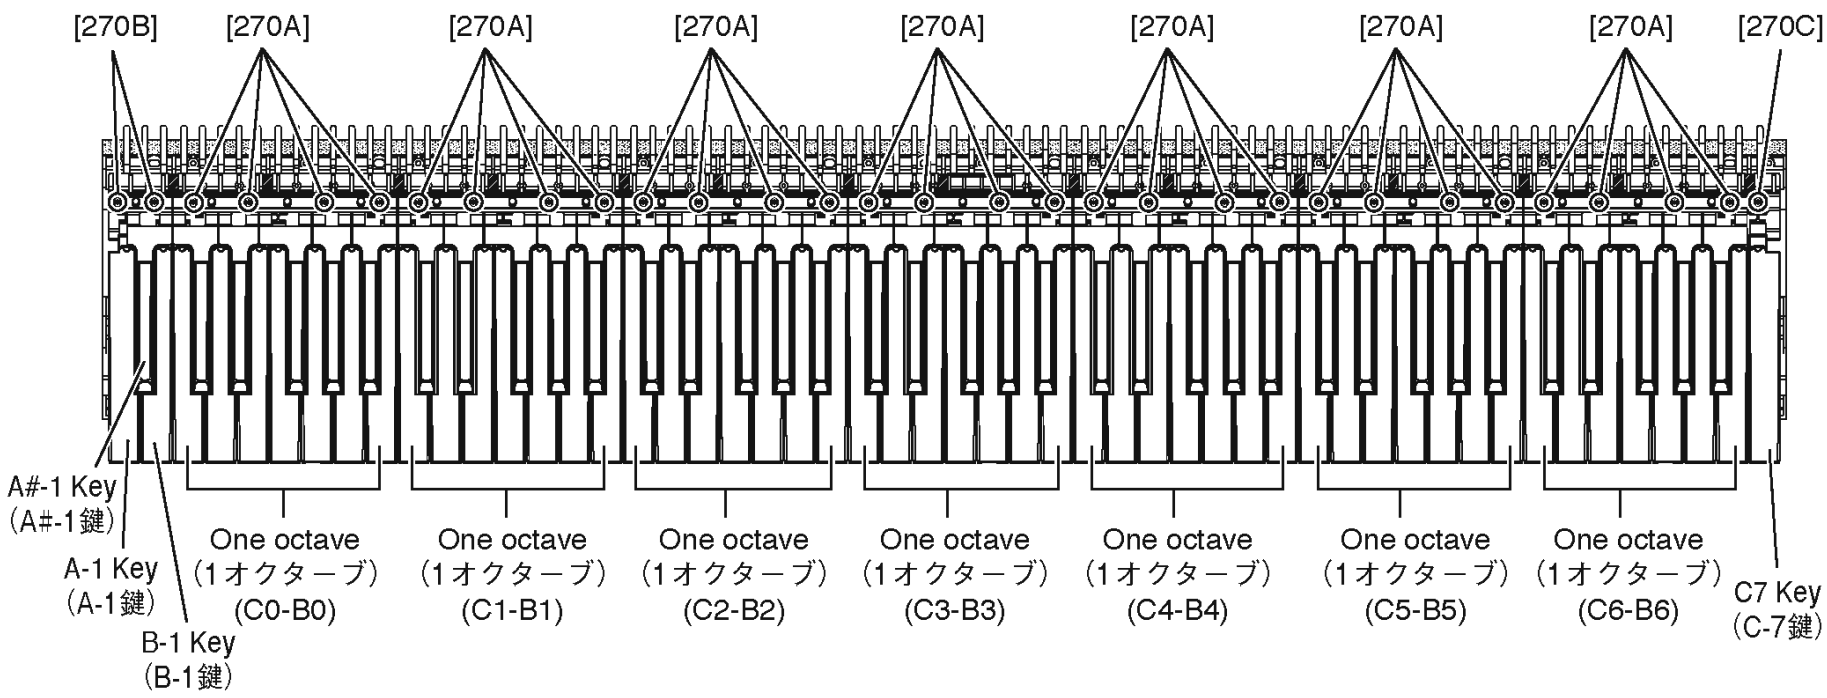
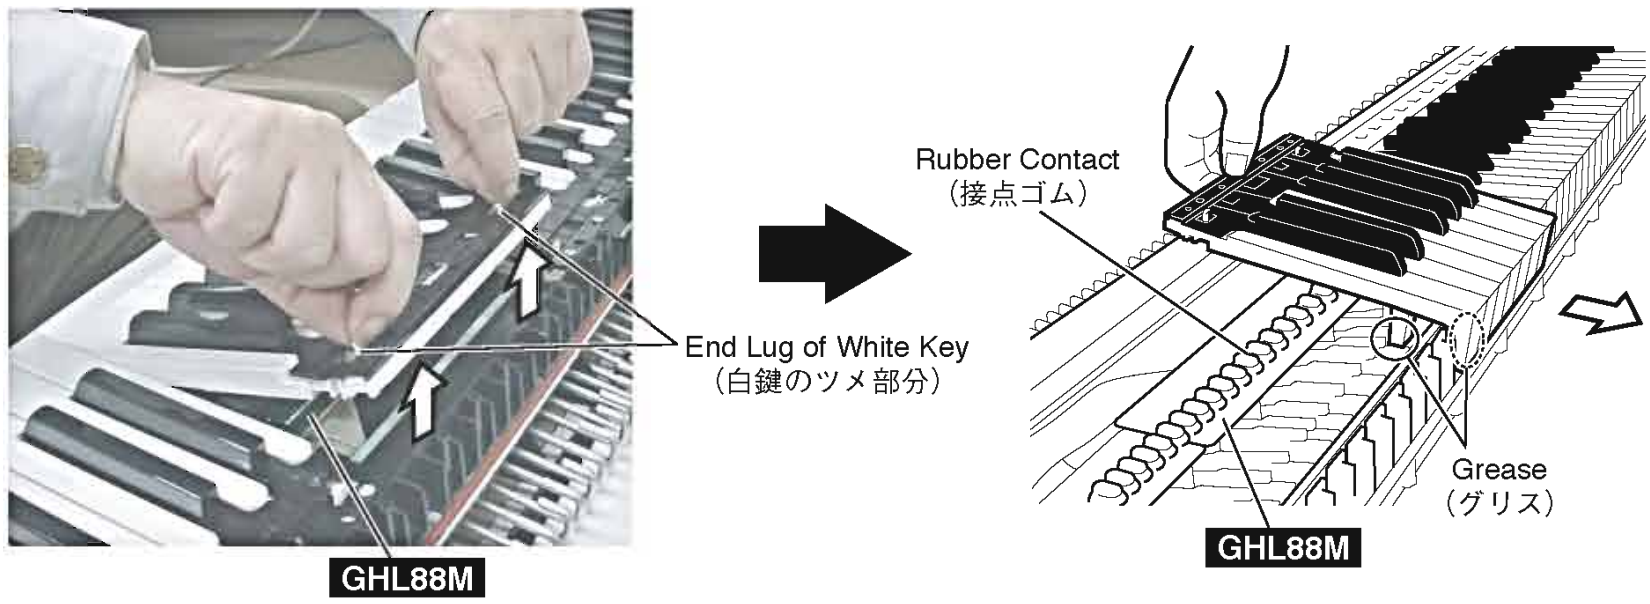

Fig.10（図 10）
Fig.11（図 11）
To remove the black and white key assemblies for one octave, grip and lift the both end lugs of white key, and then slide the black and white key assemblies towards you. (Fig.10, Fig.11)
9-2 When removing white keys numbered as A-1 and B-1 key and black key numbered as A#-1, remove two (2) screws marked [270B] and then lift the back of the keys and slide the black and white keys towards you. (Fig.10)
9-3 When removing the C7 key, remove a screw marked [270C] and then lift the back of C7 key and slide it towards you. (Fig.10)
* ***When removing white key assembly and black key assembly, be careful not to allow grease to attach to the circuit board and rubber contacts, etc. (Fig.11)***
そして、白鍵 Ass'y/ 黒鍵 Ass'y の白鍵のツメ部分 2 ヶ所を持ち上げてから、手前にスライドさせて一緒に取り外します。（図 10, 図 11）
9-2 白鍵 A-1、B-1 鍵と黒鍵 A#-1 は、[270B] のネジ 2 本を外し、A-1、A#-1、B-1 鍵の後方を持ち上げてから、手前にスライドさせて取り外します。（図 10）
9-3 C7 鍵は、[270C] のネジ 1 本を外し、C7 鍵の後方を持ち上げてから、手前にスライドさせて取り外します。（図 10）
※ **白鍵 Ass'y、黒鍵 Ass'y の取り外しの際、グリスが基板や接点ゴム等に付かないように注意してください。（図 11）**